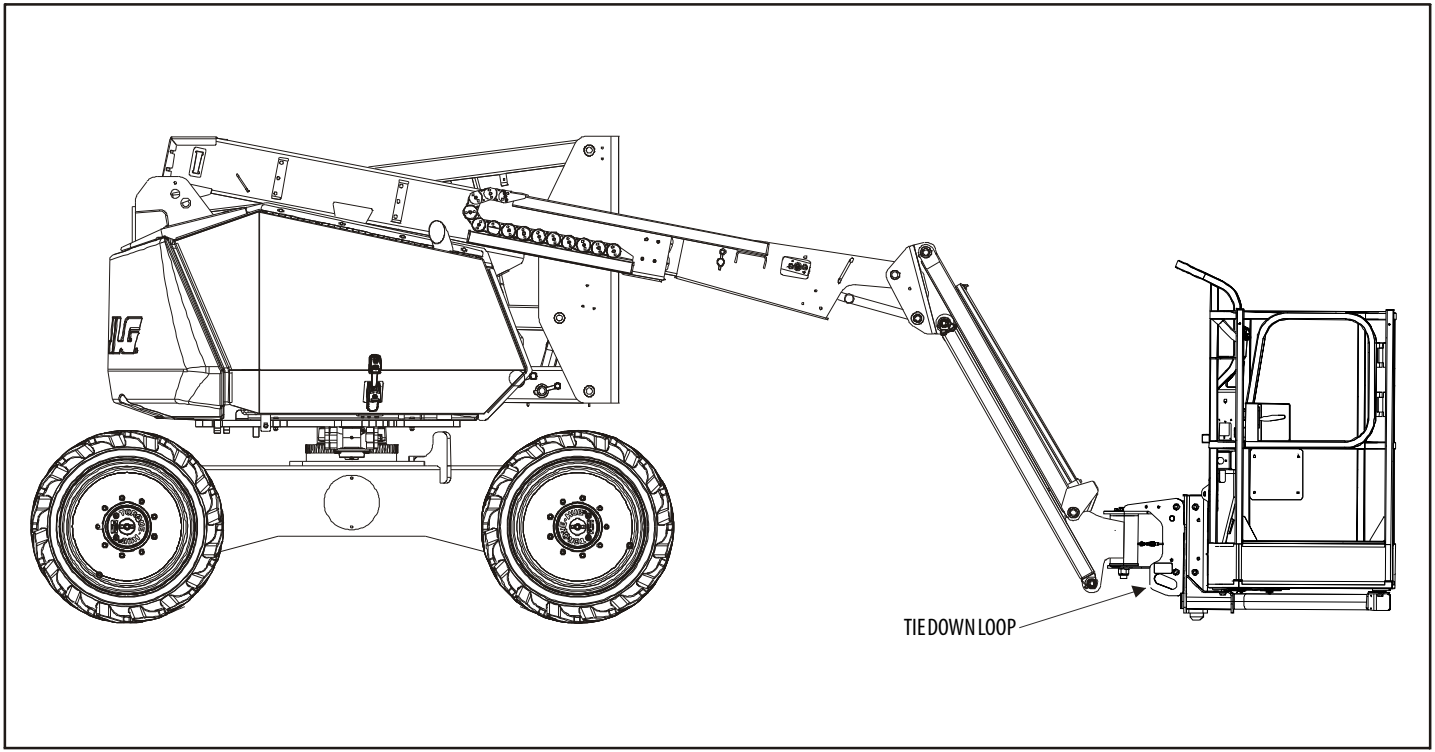
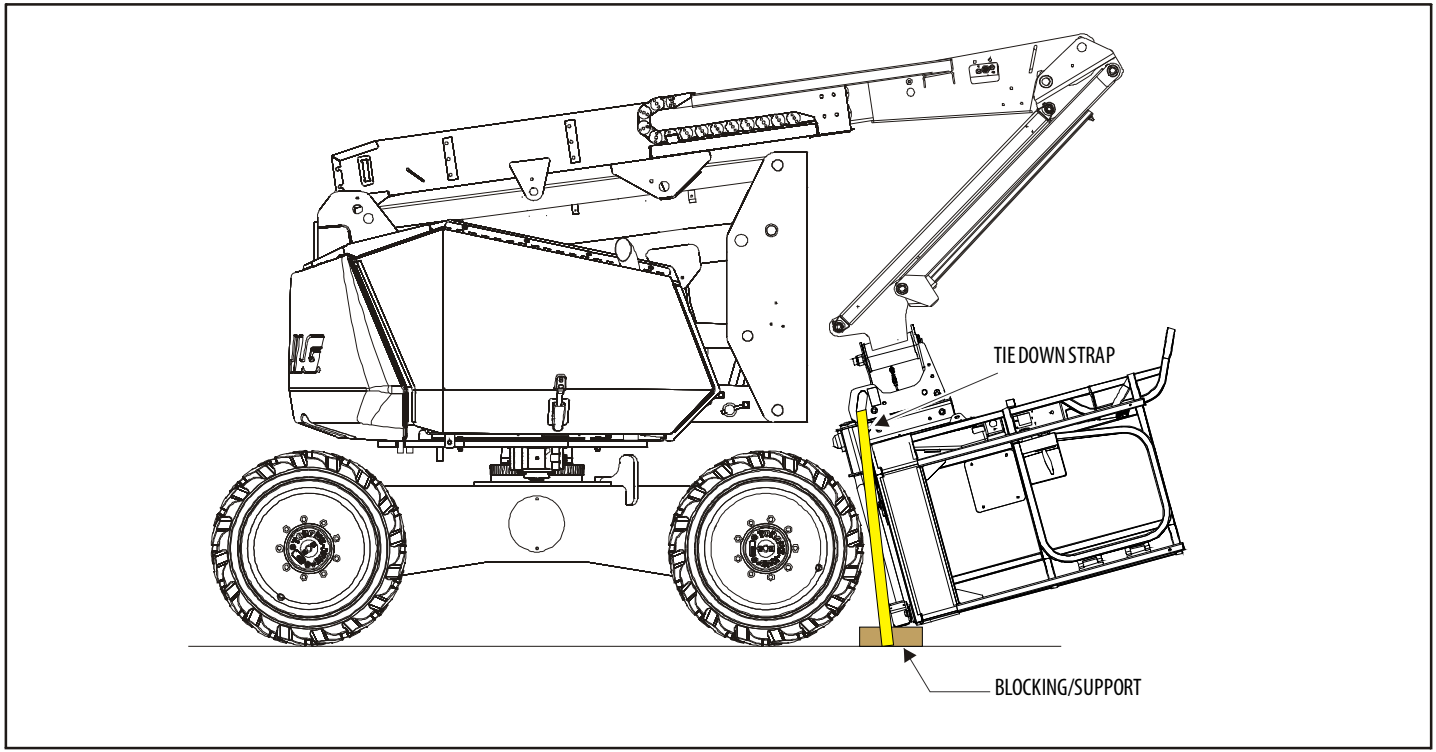

Figure 4-1. Stowed Position
Figure 4-2. Storage Position/Compact Shipping Position
(See Figure 4-2.)
1. Place the machine in the stowed position. Refer to Figure 4-1. From the ground control station, raise the main boom at least to the elevation shown in Figure 4-2. The main boom must be raised to prevent the platform basket from hitting the ground during this procedure.
3. Place blocking under the platform support, lower the platform support down onto the blocking by using Main Boom Lift Down as shown in Figure 4-2.
4. From the ground control station, raise the main boom at least to the elevation shown in Figure 4-2. The main boom must be raised to prevent the platform basket from hitting the ground during this procedure.
6. Place blocking under the platform support, lower the platform support down onto the blocking by using Main Boom Lift Down, and tie it down as shown in Figure 4-2.